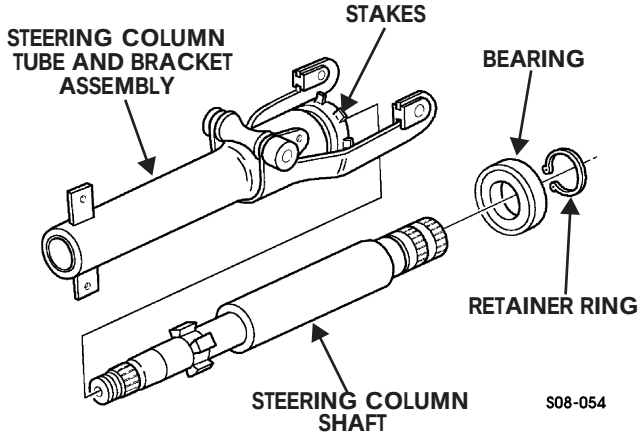

Figure 8-13: Steering Column and Shaft
5. Remove six stakes from the tube and bracket assembly (Figure 8-13).
1. Install the shaft, bearing, and retainer ring into tube and bracket assembly (Figure 8-13).
3. Stake bearing securely in six (6) places (Figure 8-13).
3. Remove six stakes from the tube and bracket assembly (Figure 8-13).
1. Install retainer ring and bearing onto shaft (Figure 8-13).